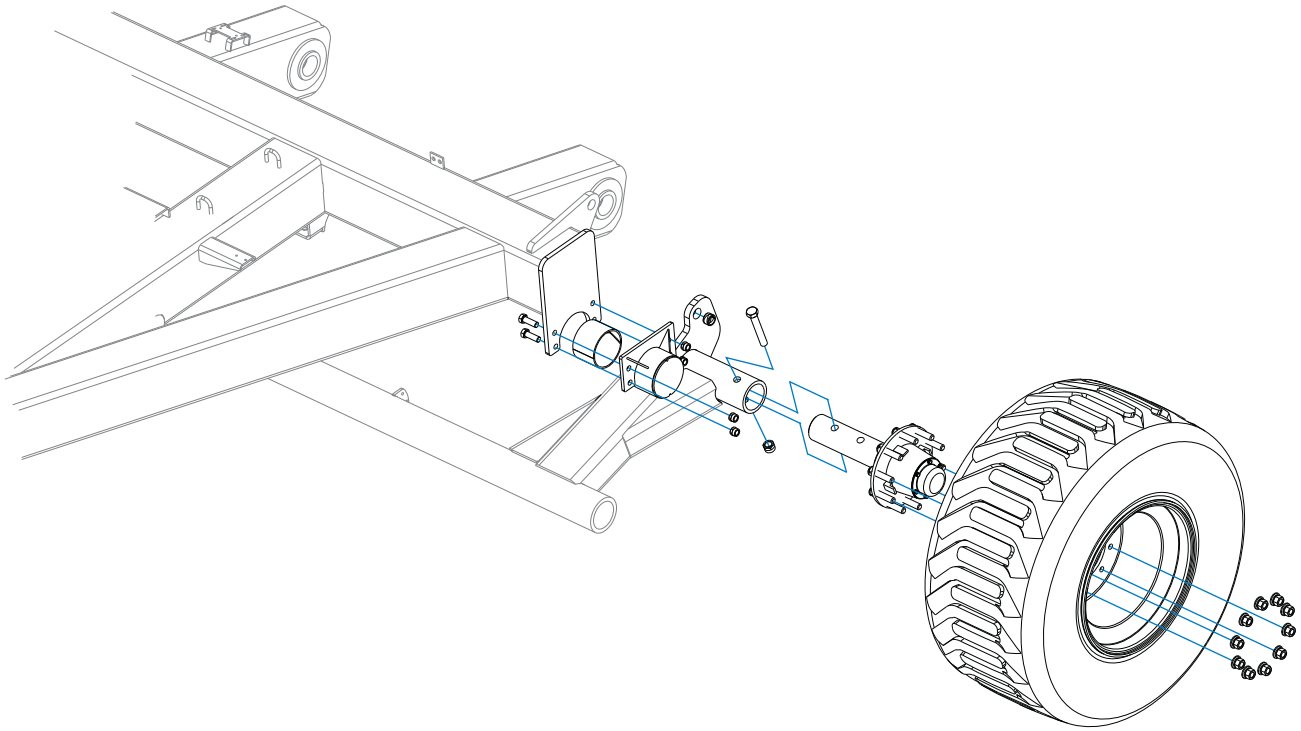

Figure 3-2: Tire and Wheel Installation
1. Install the main wheels and tires to the hitch rockshaft hubs. ***See Figure 3-2***